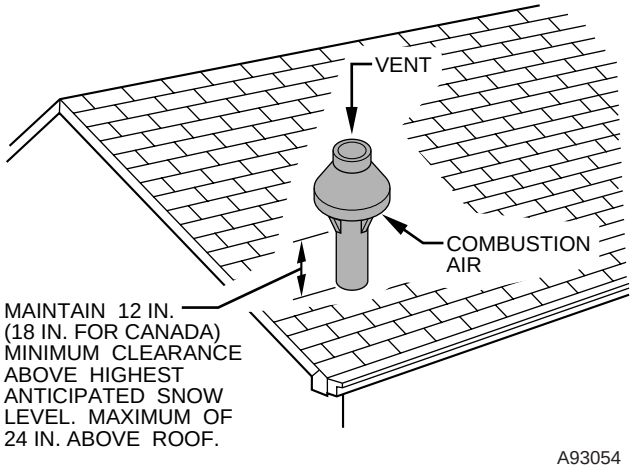

**Fig. 37—Concentric Vent and Combustion-Air Roof Termination (Preferred)**
**Roof terminations**—Locate assembly through roof to appropriate height as shown in Fig. 37.
6. Check required dimensions as shown in Fig. 37 or 38.